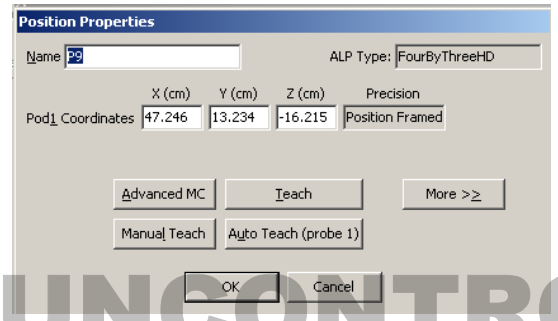

Figure 7. Position properties for framing.
2.14 Repeat the process for framing but select the P10 position. Remove any device or piece of labware that might be placed into that ALP position prior to framing it. The window shown in Figure 7 will pop up. The Auto Teach button will now indicate that probe #1 should be used.